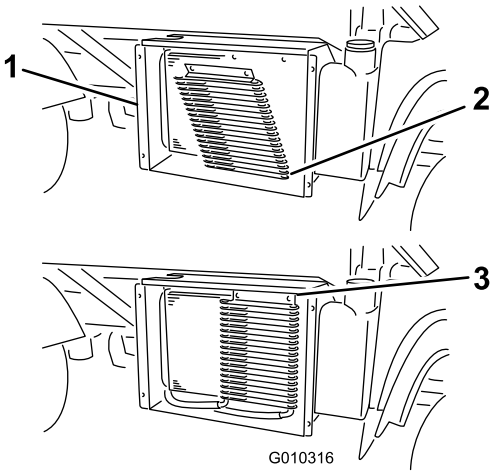

**Figur 59**
3. Roter sperrene og sving oljekjøleren bort fra radiatoren, hvis utstyrt med dette (Figur 59).